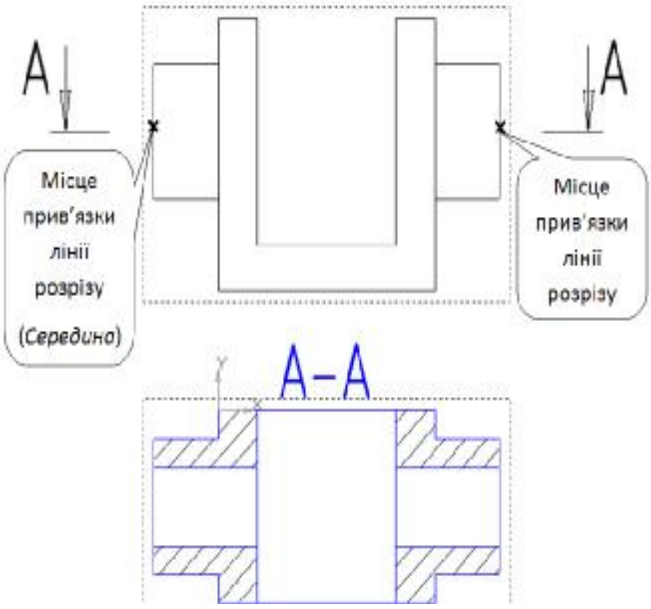

Рисунок 10.9– Побудова асоціативного розрізу.
c) Послідовно вказавши середини бічних елементів деталі побудуємо лінію розрізу. Система запропонує обрати точки прив'язки для вирівнювання розрізу. В результату утвориться фантом проекції з розрізом, який потрібно прив'язати (див. рис. 10.9). Після побудови позначення розрізу потрібно буде відсунути вправо і вліво від зображення проекції деталі (див. рис. 10.9).